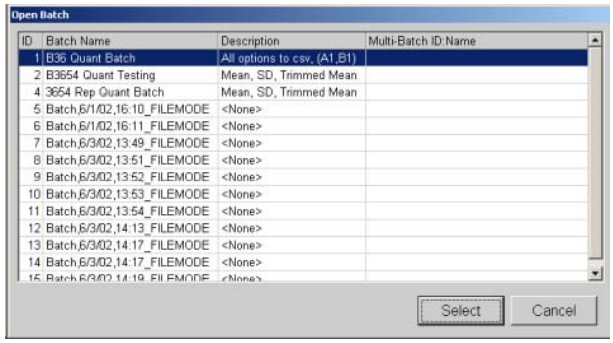

Figure 5-60. Open Batch Dialog Box—Select Batch
1. On the **File** menu, , click **Export Batch Data**. The **Open Batch** dialog box opens. See Figure 5-60.